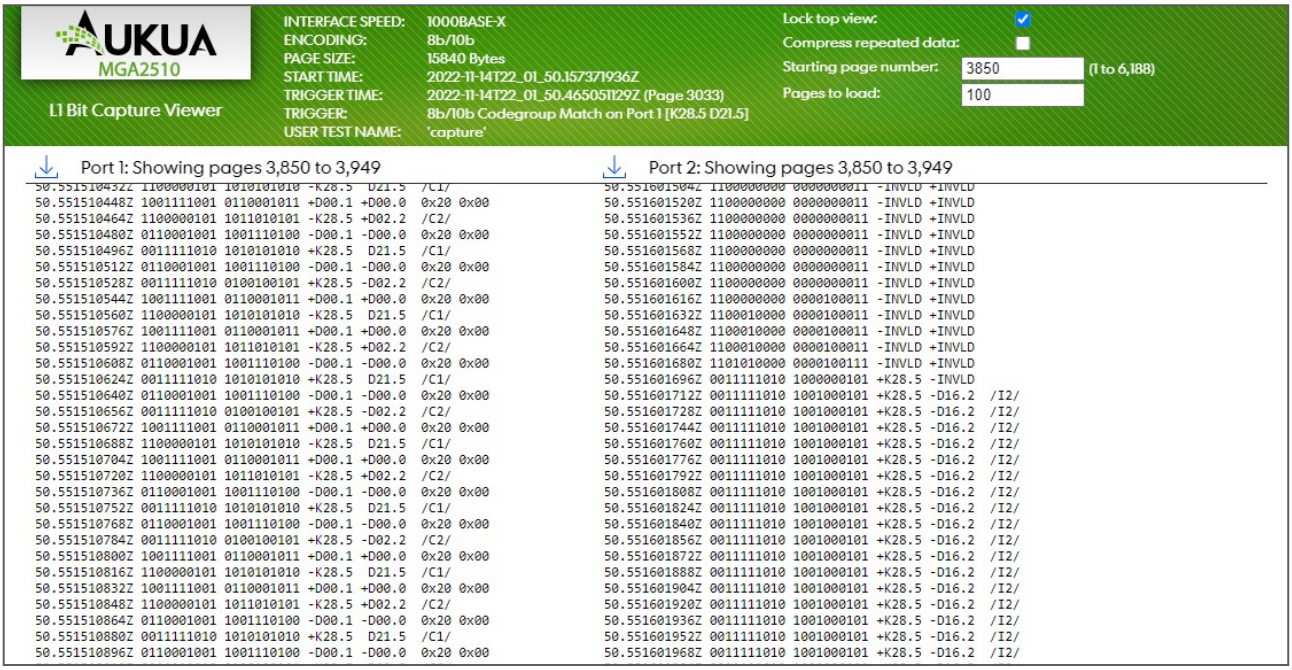

Figure 5: MGA2510 L1 Bit Capture Viewer
To display the captured L1 PCS data in parsed human-readable text, press the 'View..' button toward the right side, and a new browser window will open where you can review the captured L1 data as shown in Figure 5 here:
In Figure 5 above, you can note that the peer connected to MGA2510 Port 1 is initiating an Auto Negotiation sequence by sending /C1/ and /C2/ ordered sets towards the peer connected to MGA2510 Port 2.
2) In addition, from the Viewer shown in Figure 5 above, you can download the Port 1 or Port 2 parsed text data that is currently in view by clicking the blue '⭳' icon at the top of each data column.